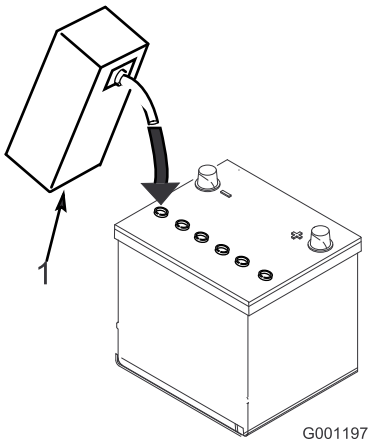

Figur 5
3. Fyll hver celle forsiktig med elektrolytt til platene er dekket med ca. 6 mm væske (Figur 5).
4. La elektrolytten trekke inn i platene i ca. 20–30 minutter. Etterfyll etter behov for å holde elektrolyttnivået på ca. 6 mm fra bunnen av påfyllingsbrønnen (Figur 5).